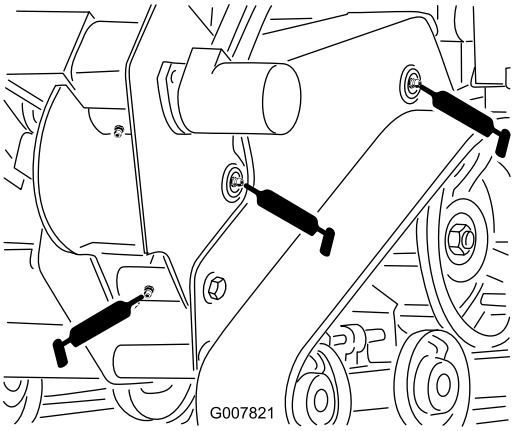
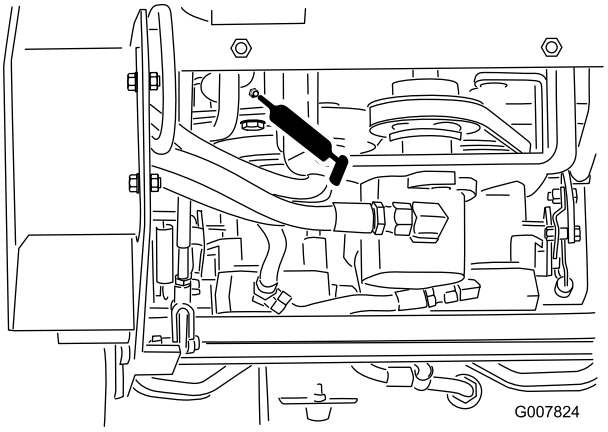

Figur 28
Figur 31
3. Sätt en smörjpistol på varje nippel (Figur 28 till Figur 31).